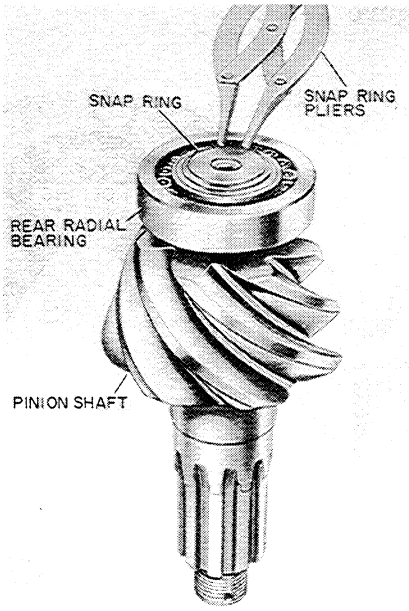

Figure T-44
7. If it is necessary to replace the rear radial bearing, first remove the snap ring, Figure T-44 -